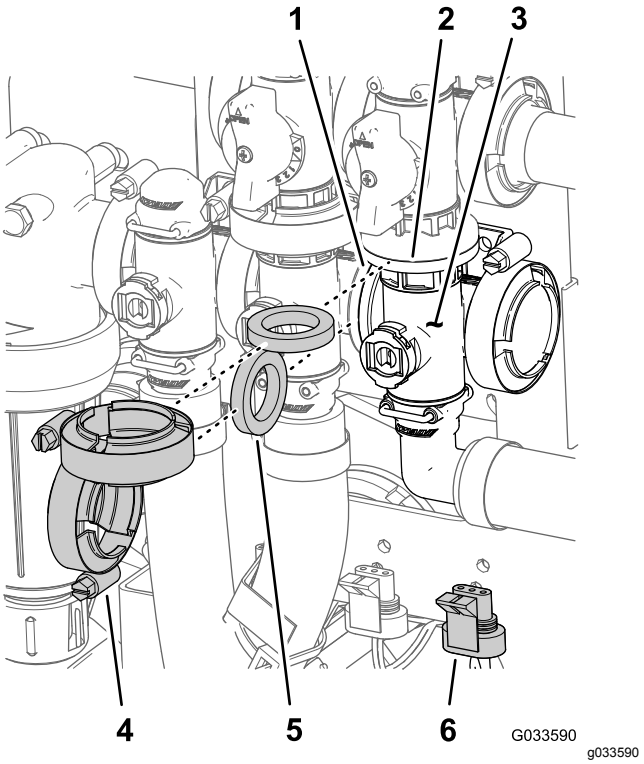

Figur 114
1. Afmonter de flangeklemmer og pakninger, der fastgør hovedbomventilens manifold (Figur 114) til hovedbommens omløbsventil, omrøringsventilen og 90°-knærøret (for enden af slangen til gennemstrømningsmåleren).